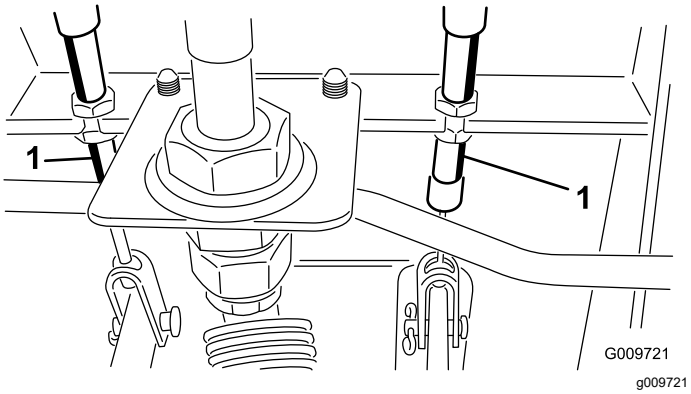

Figuur 119
A. Draai de voorste moer op het draadeinde van de remkabel los (Figuur 119).